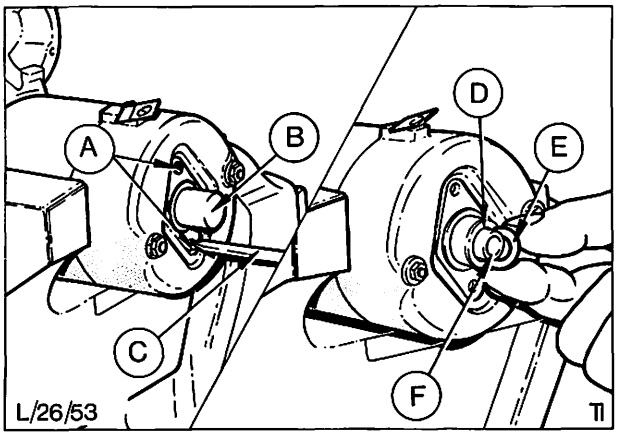

Abb. 57 A = Befestigungsschrauben – Schutzkappe
3. Beide Befestigungsschrauben der Schutzkappe am Kollektorlagerschild „A", Abb. 57, entfernen und Kappe mit Gummidichtung abnehmen.
4. Fett von der Ankerwelle abwischen, dann U-Scheibe und Ausgleichscheibe vom Ende des Ankers abnehmen, Abb. 57.